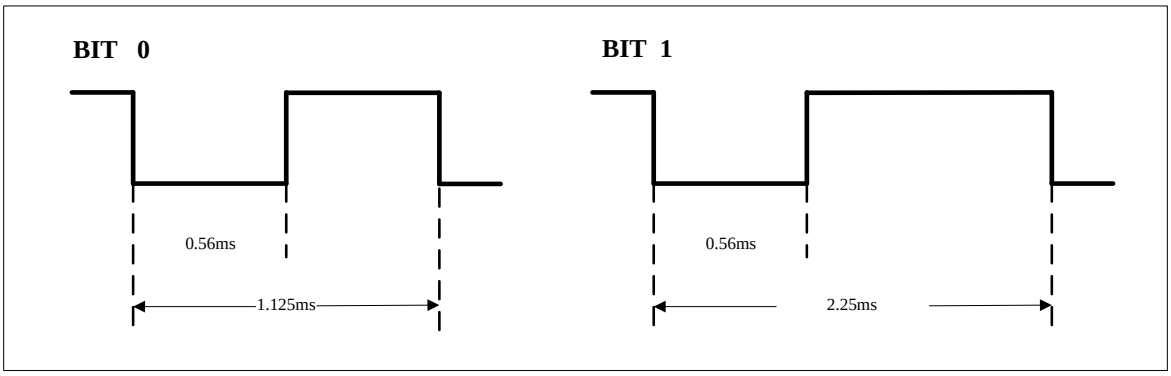

Figure 10-3 IR bit frame format
*Figure 10-3*shows the IR bit 0 and bit 1 format